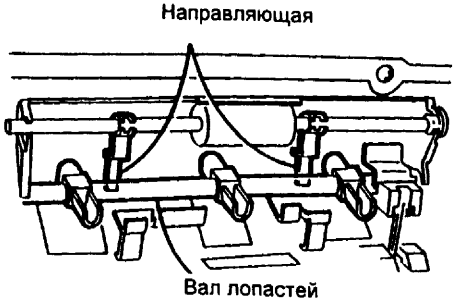

Рис. 3 Установка ролика подталкивателя
1. (Рис. 3) Установите ролик подталкивателя.